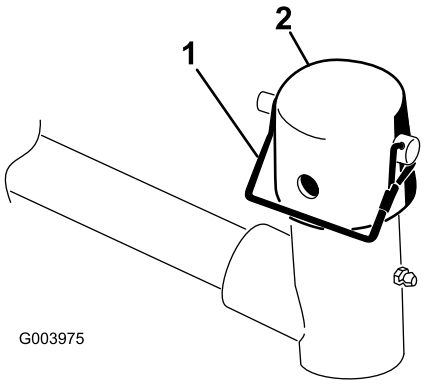

Figur 9
7. Fjern låsestiften og hætten fra løftearmens drejegaffel (Figur 9).
Bemærk: Brug rillen, hvis du ønsker en klippeenhed med styring, eller brug hullet, hvis du låser klippeenheden på plads (Figur 9).